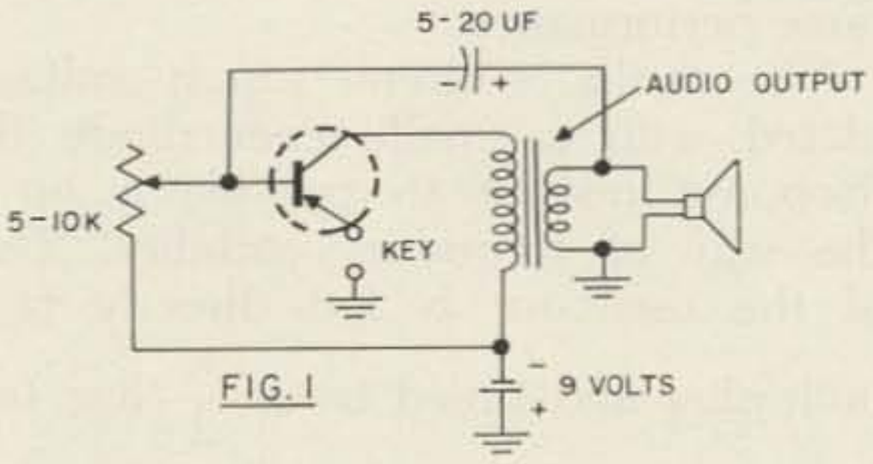

FIG. 1
1. *A code osc.* (See Fig. 1.) The setting of the pot will determine the frequency of osc.; also, the value of the capacitor will affect it. Somewhere in the range of the pot it will oscillate. If it won't, reverse the winding on the secondary of the transformer.